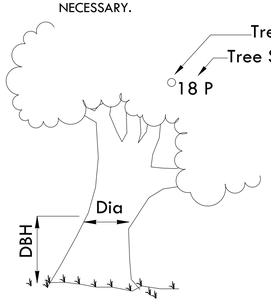

Figure 1
2. TREES BY NATURE ARE IRREGULAR IN BOTH SHAPE AND SIZE. EVERY EFFORT IS MADE TO ACCURATELY LOCATE TREES. THE TREE SIZE IS DETERMINED AT DIAMETER AT BREAST HEIGHT. THE TREE LOCATION IS THE CENTER OF THE TREE. THIS LOCATION MAY BE DIFFERENT IF LOCATED FROM A DIFFERENT LOCATION. ALL TREE LOCATIONS SHOULD BE FIELD CHECKED IF CRITICAL TO DESIGN. SEE THE FIGURE 1 BELOW.